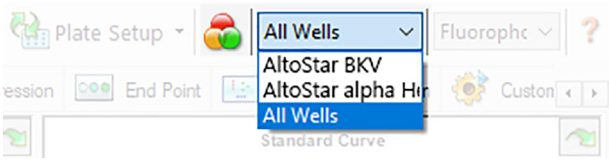

Figure 4: Bouton Well Group (Groupe de puits) et menu déroulant Well Group (Groupe de puits)
Dans la fenêtre Data Analysis (Analyse des données), veillez à sélectionner le **Well Group** (Groupe de puits) du kit AltoStar® BKV PCR Kit 1.5. Pour cela, cliquez sur le menu déroulant **Well Group** (Groupe de puits) à droite en regard du bouton **Well Group** (Groupe de puits) (voir la figure 4) sur la barre d'outils. N'utilisez pas le **Well Group** (Groupe de puits) *All Wells* (Tous les puits). La sélection de la figure 4 est utilisée comme vue d'exemple général.
1. Dans la fenêtre Data Analysis (Analyse des données), veillez à sélectionner le **Well Group** (Groupe de puits) du kit AltoStar® BKV PCR Kit 1.5. Pour cela, cliquez sur le menu déroulant **Well Group** (Groupe de puits) à droite en regard du bouton **Well Group** (Groupe de puits) (voir la figure 4) sur la barre d'outils.